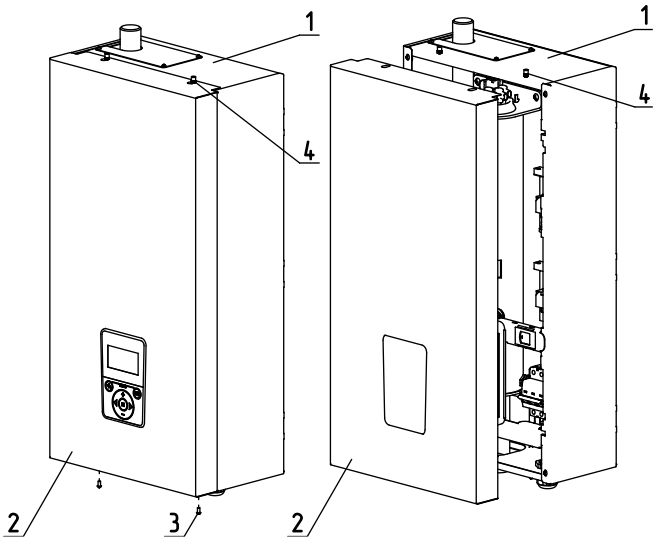

Рис.18 Снятие кожуха
- выкрутить болты крепления (**рис.18 поз.3**);
- переместить кожух вверх, сняв с зацепов (**рис.18 поз.4**);